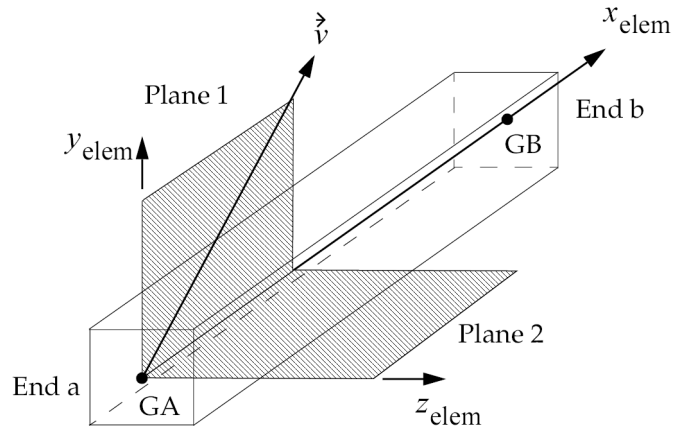

Figure 16-2. PBAR Element Coordinate System
I1, I2, I12	Area moments of inertia. See Figure 16-2. (Real; I1 ≥ 0.0, I2 ≥ 0.0, I1*I2 ≥ 112^2; Default = 0.0)
J	Torsional constant. See Figure 16-2. (Real; Default = 0.0)
8. Figure 16-2 describes the PBAR element coordinate system.